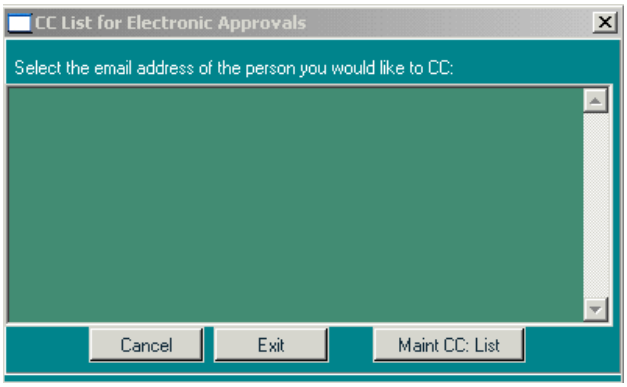

Figure 10-12: CC List for Electronic Approvals Window
4. **CC**: Send a copy of the change to another party by manually entering their addresses in this field or selecting the appropriate addresses from the **CC List for Electronic Approvals** picklist (Figure 10-12). Use the button to the right of the field to display the picklist. This may be helpful for providing another person/agency a copy of the change. Remember that only one email address can appear on a line.